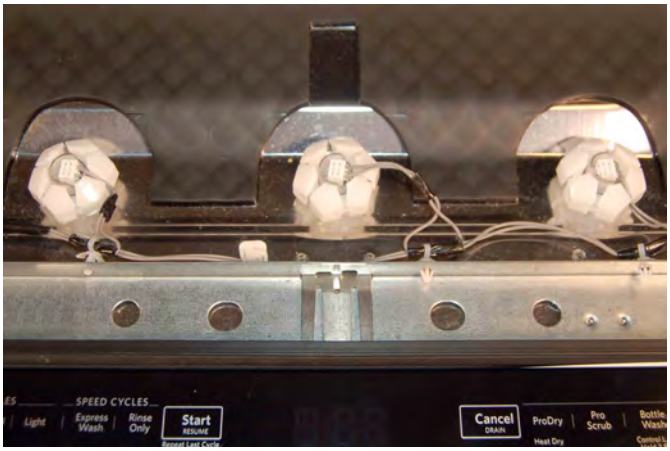

Figure 1
2. Access the LEDs on top of the tub (see Figure 1).